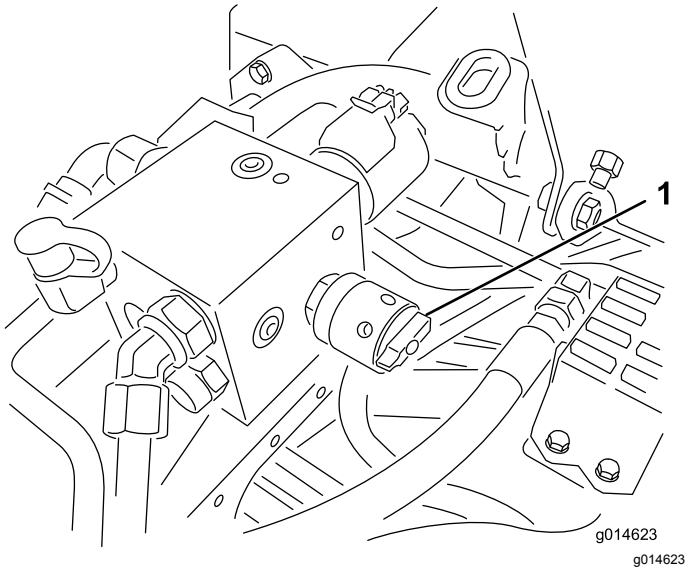

**Figur 48**
4. Knivcylindrenes hastighed indstilles ved at dreje grebet (Figur 48), indtil indikatorpilene står ud for det tal, der angiver den ønskede indstilling.